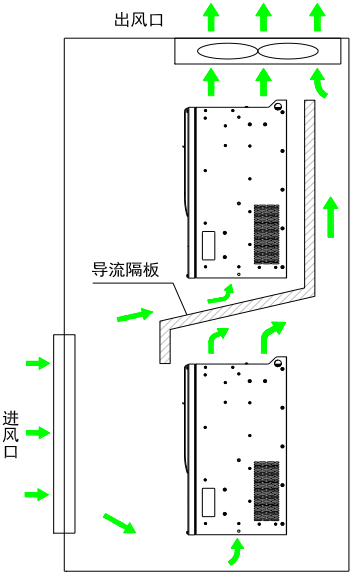

图 3-4 上下排安装要求
- 垂直向上安装变频器，便于热量向上散发。若柜内有多台变频器时，请并排安装。在需上下安装的场合，请参考图 3-4，安装隔热导流板；